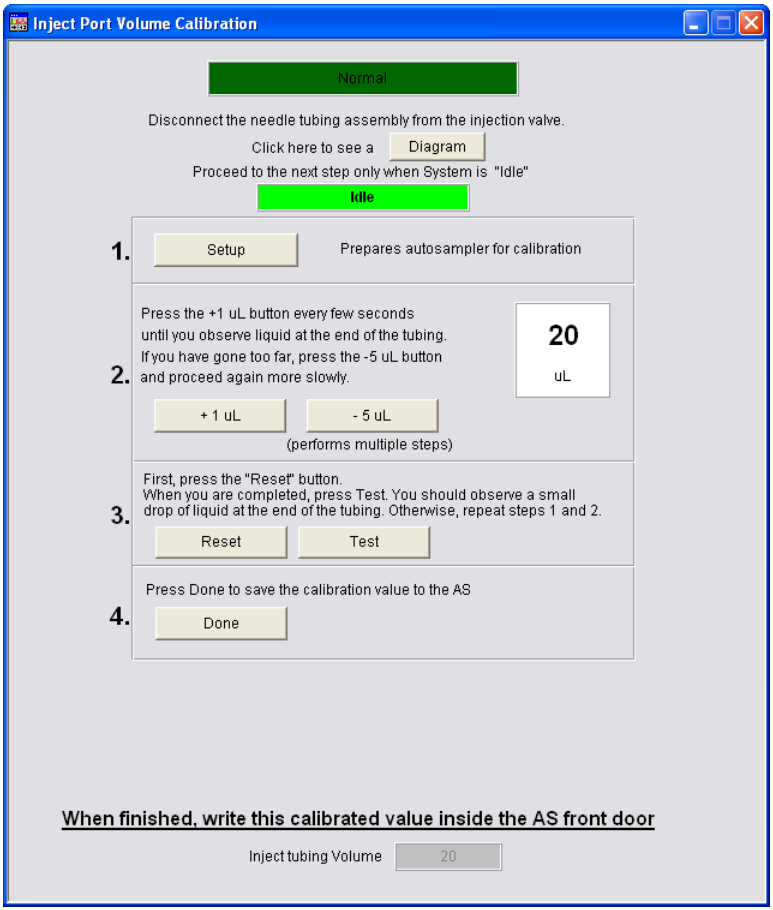

Figure 5-27. Chromeleon Inject Port Volume Calibration Panel: Normal Mode
- If the AS is in normal mode, refer to the instructions on the panel (see Figure 5-27) and to the notes on page 157 to complete the calibration procedure.